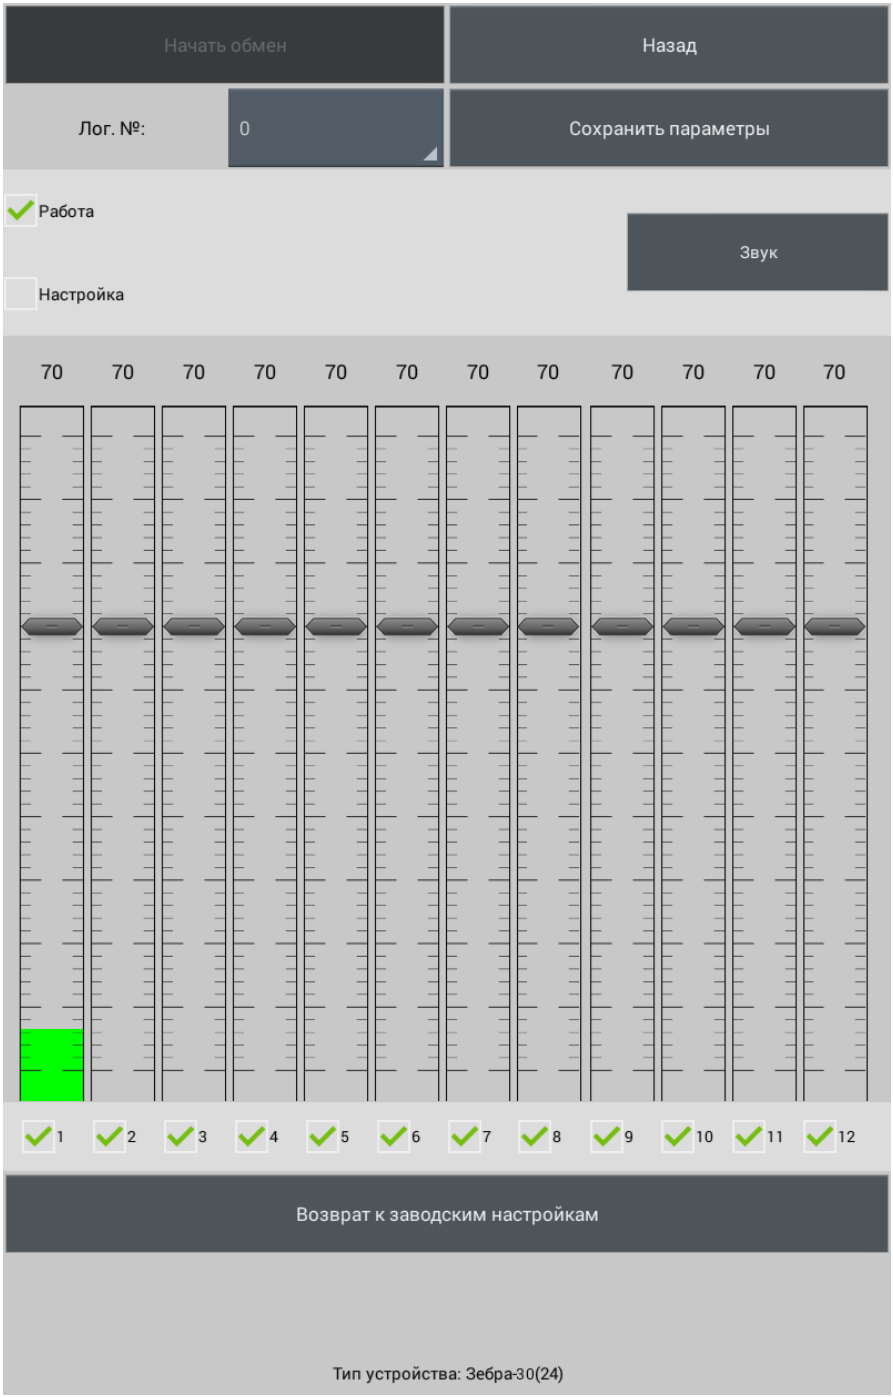

Рисунок 2.29
2.3.7.4.9 Рабочее окно программы имеет следующий вид (рисунок 2.29).